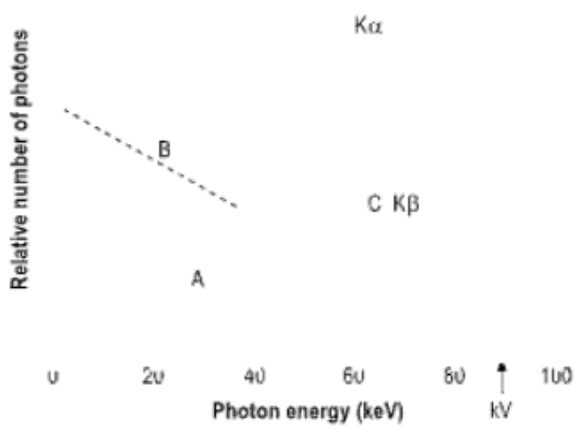

Figure 1.8 An X-ray spectrum.
The dashed line (B) in Figure 1.8 shows the spectrum of bremsstrahlung produced near the target nuclei. In fact, the target itself, the glass wall of the tube, and other materials collectively referred to as the filtration, substantially absorb the lower-energy photons. There is therefore a low-energy cut-off, at about 20 keV, as well as a maximum energy. The latter depends only on the kV and the former on the filtration added to the tube (see section 1.5).
For the X-rays emerging from an X-ray tube operated at constant potential, the peak of the continuous spectrum (i.e. the most common photon energy) is typically between one-third and one-half of the kV. The average or *effective energy* is greater, between 50 and 60% of the maximum. Thus an X-ray tube operated at 90 kV can be thought of as emitting, effectively, 45-keV X-rays. As the operating kV is greater than the K-shell binding energy, characteristic X-rays are also produced. They are shown in Figure 1.8 as lines superimposed on the continuous spectrum.
The beams produced by X-ray tubes are heterogeneous (polyenergetic), i.e. they comprise photons of a wide range of energies, as shown in the spectrum in Figure 1.8. As the beam travels through an attenuating material, the lower-energy photons are attenuated proportionally more than the higher-energy photons. The exponential law does not therefore apply exactly. It is still, however, correct to refer to the HVL of the beam. The HVL of a typical diagnostic beam is 30 mm in tissue, 12 mm in bone and 0.15 mm in lead.